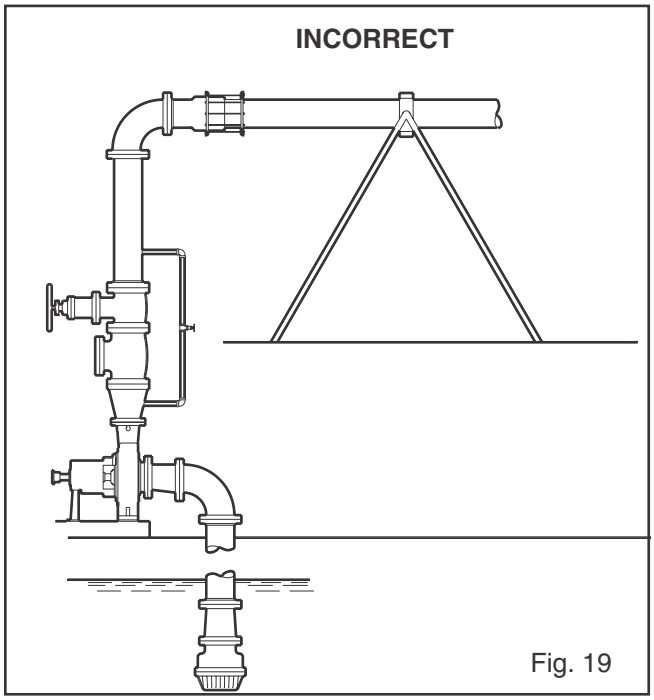

Fig. 19
4. It is suggested that expansion loops or joints, if used, be properly installed in suction and/or discharge lines when handling liquids at elevated temperatures, so linear expansion of piping will not draw pump out of alignment (Fig. 19 & 20).